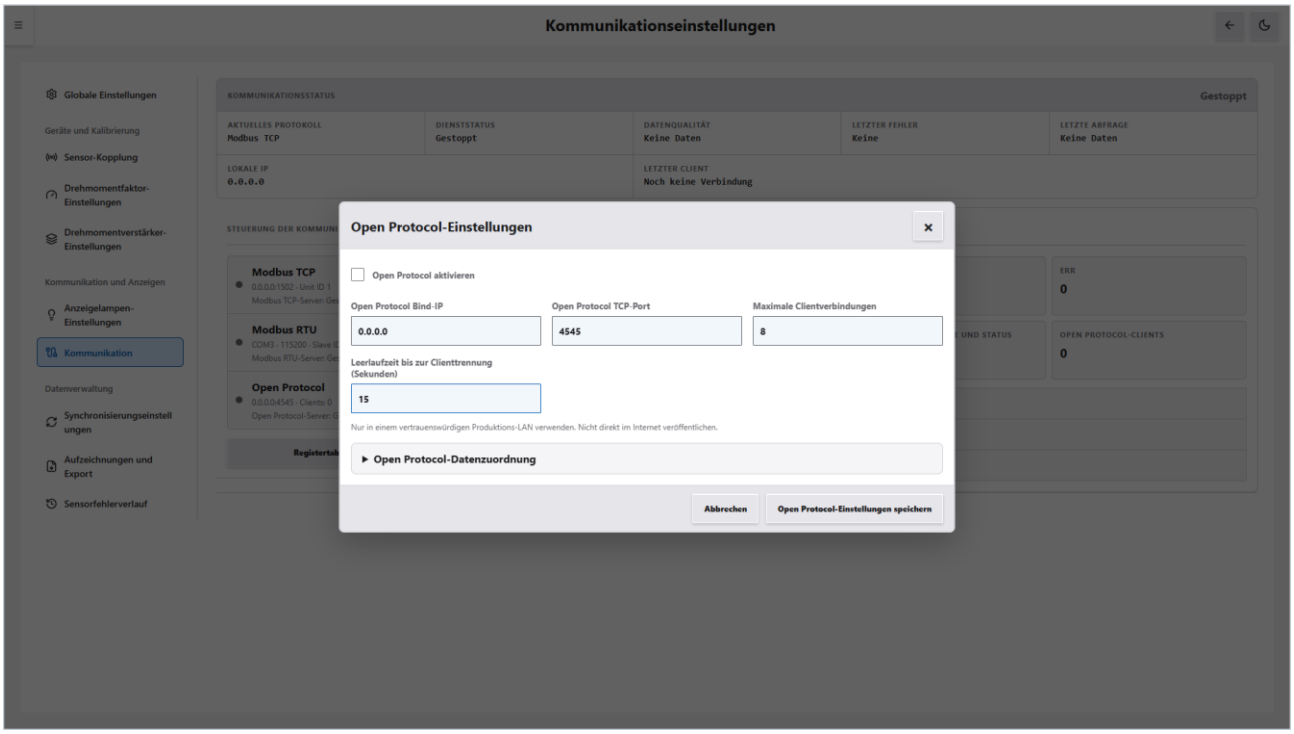

Abbildung 13-4 Einstellungsfenster Open Protocol
2. Klicken Sie in „Kommunikationseinstellungen“ rechts in der Zeile „Open Protocol“ auf ⚙. Das Fenster „Open Protocol-Einstellungen“ wird geöffnet (siehe Abbildung 13-4).